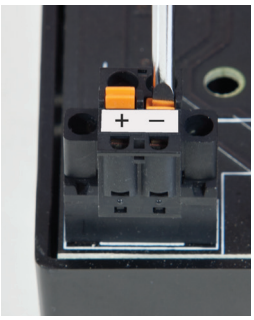

**Figure 5.2** - Spring-clamp
2. When wiring to spring-clamp terminals, use a screwdriver with a 3-4 mm blade and depress the spring-clamp button before inserting the termination cable. See Figure 5.2.